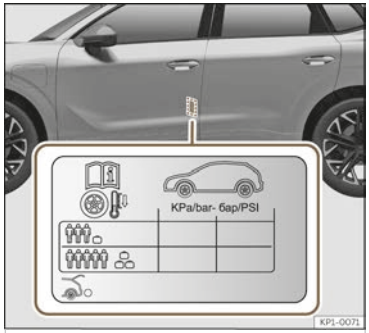

Fig. 240 Location of the tyre pressure sticker.
- Adjust tyre pressure to the load being carried by the vehicle >>> **Fig. 240**.
The tyre pressure values are shown on the sticker located on the rear frame of the front left door >>> **Fig. 240**.
The tyre pressure must be adjusted according to the load the vehicle is carrying. If the vehicle is going to be fully loaded, increase the tyre pressure to the maximum load value shown on the sticker >>> **Fig. 240**.
In the case of a minimised temporary spare wheel (125/70 R16 or 125/70 R18) inflate to a pressure of 4.2 bar as indicated on the tyre pressure label >>> **Fig. 240**.
- **The driver is responsible for ensuring that all of the vehicle tyres are correctly inflated to the right pressure. The recommended tyre pressure is indicated on the label ››› Fig. 240.**
- **Tyre pressure should be as indicated on the label when the tyres are cold at all times ››› Fig. 240.**